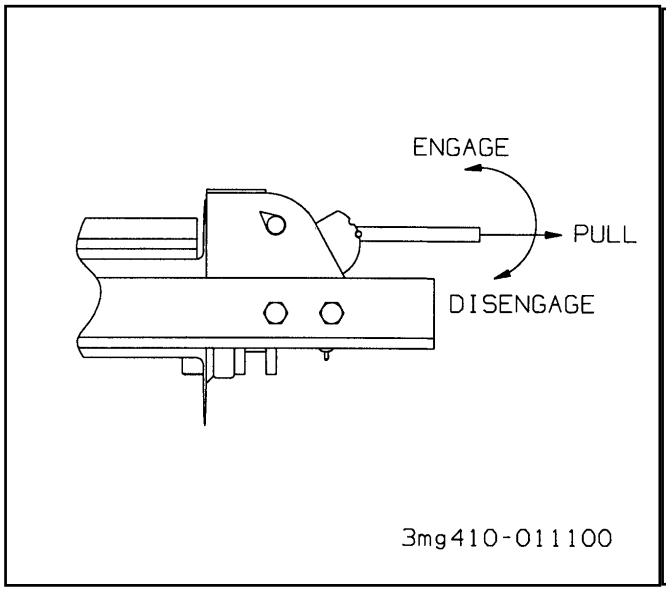

**Figure 3-2 Winch Clutch Handle**
**3-9.1** The **12,000# WINCH CLUTCH HANDLE (See Figure 3-2)** is on the curbside of the winch assembly. The 12,000 pound winch clutch handle has two positions that engage or disengage the winch spool: